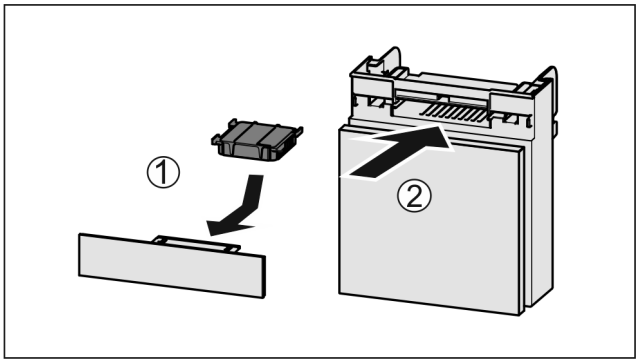

Fig. 163
▶ Установите фильтр с активированным углем, как показано на рисунке *Fig. 163 (1)*.
▶ Вставьте отделение *Fig. 163 (2)*.